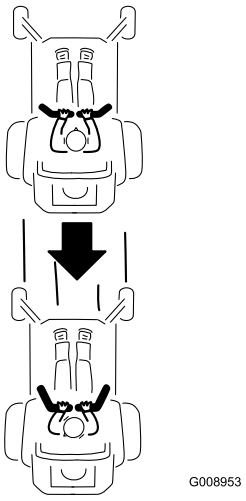

Figur 17
2. För att köra bakåt ser du efter bakom dig samtidigt som du långsamt för rörelsereglagespakarna bakåt (Figur 17).
Du kör rakt genom att trycka lika mycket på båda rörelsereglagespakarna (Figur 17).